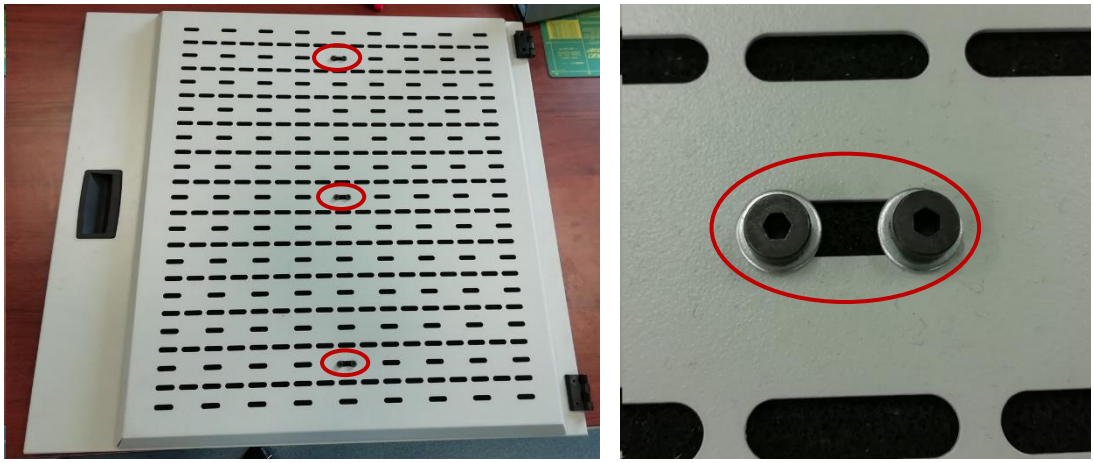

Rys. 11 Odkręcenie 6 śrub DIN7984-M4x6 z górnej pokrywy drukarki
4. Odkręć 6 śrub DIN7984-M4x6 z górnej pokrywy drukarki (rys.11). Śruby wraz z podkładkami DIN125-M4 odłóż na bok.